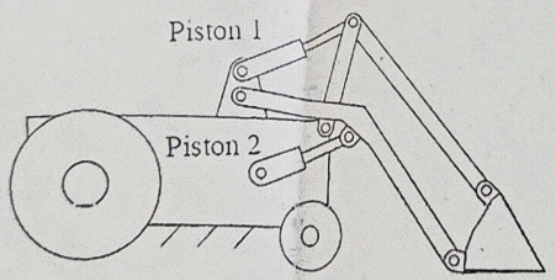

Fig. Q6
6. Determine the number of links and mobility for the machines shown below (**Fig. Q6**) [2]